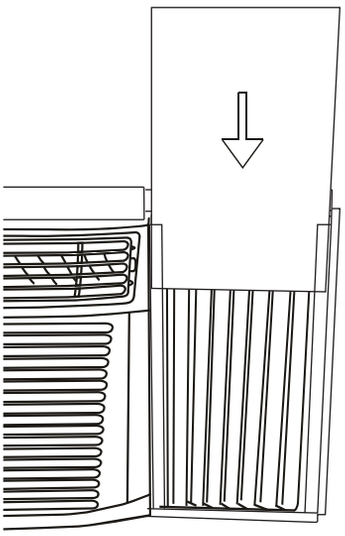

Fig.13
Étape 3. Faites glisser le panneau d'isolation R1 dans le rideau latéral, le côté avec le motif doit faire face au côté intérieur.(Fig.13)